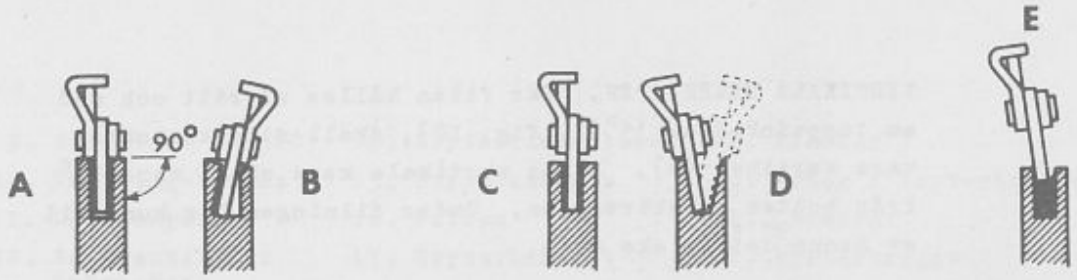

Fig. 21
Svärd. - (A), fig. 21, utvisar kedjans korrekta läge i svärdsspår och mot svärdets glidskenor. Ett hårt slitet svärd orsakar ett onormalt slitage på kedjan, varigenom livslängden på denna avsevärt förkortas. En felaktig filning av kedjan förorsakar nedslitning av svärdets glidskenor (B), vilket i sin tur förkortar livslängden och kan förorsaka kedjebrott. Om svärdsspåret är alltför grunt (C) kan kedjan icke få rätt stöd mot glidskenorna utan lutar ömsom mot ena eller andra sidan, vilket förorsakar onormalt slitage, enligt (D), fig. 21. Även detta kan vara orsak till kedjebrott. För att förlänga användningstiden av ett svärd bör det vändas förslagsvis en gång i veckan.